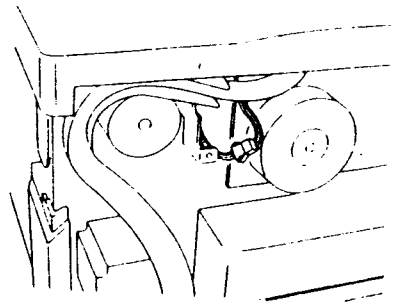

Рис. 2 NZM-0090
9. (Рис. 2): Отсоедините разъем P/J604 от двигателя объектива.